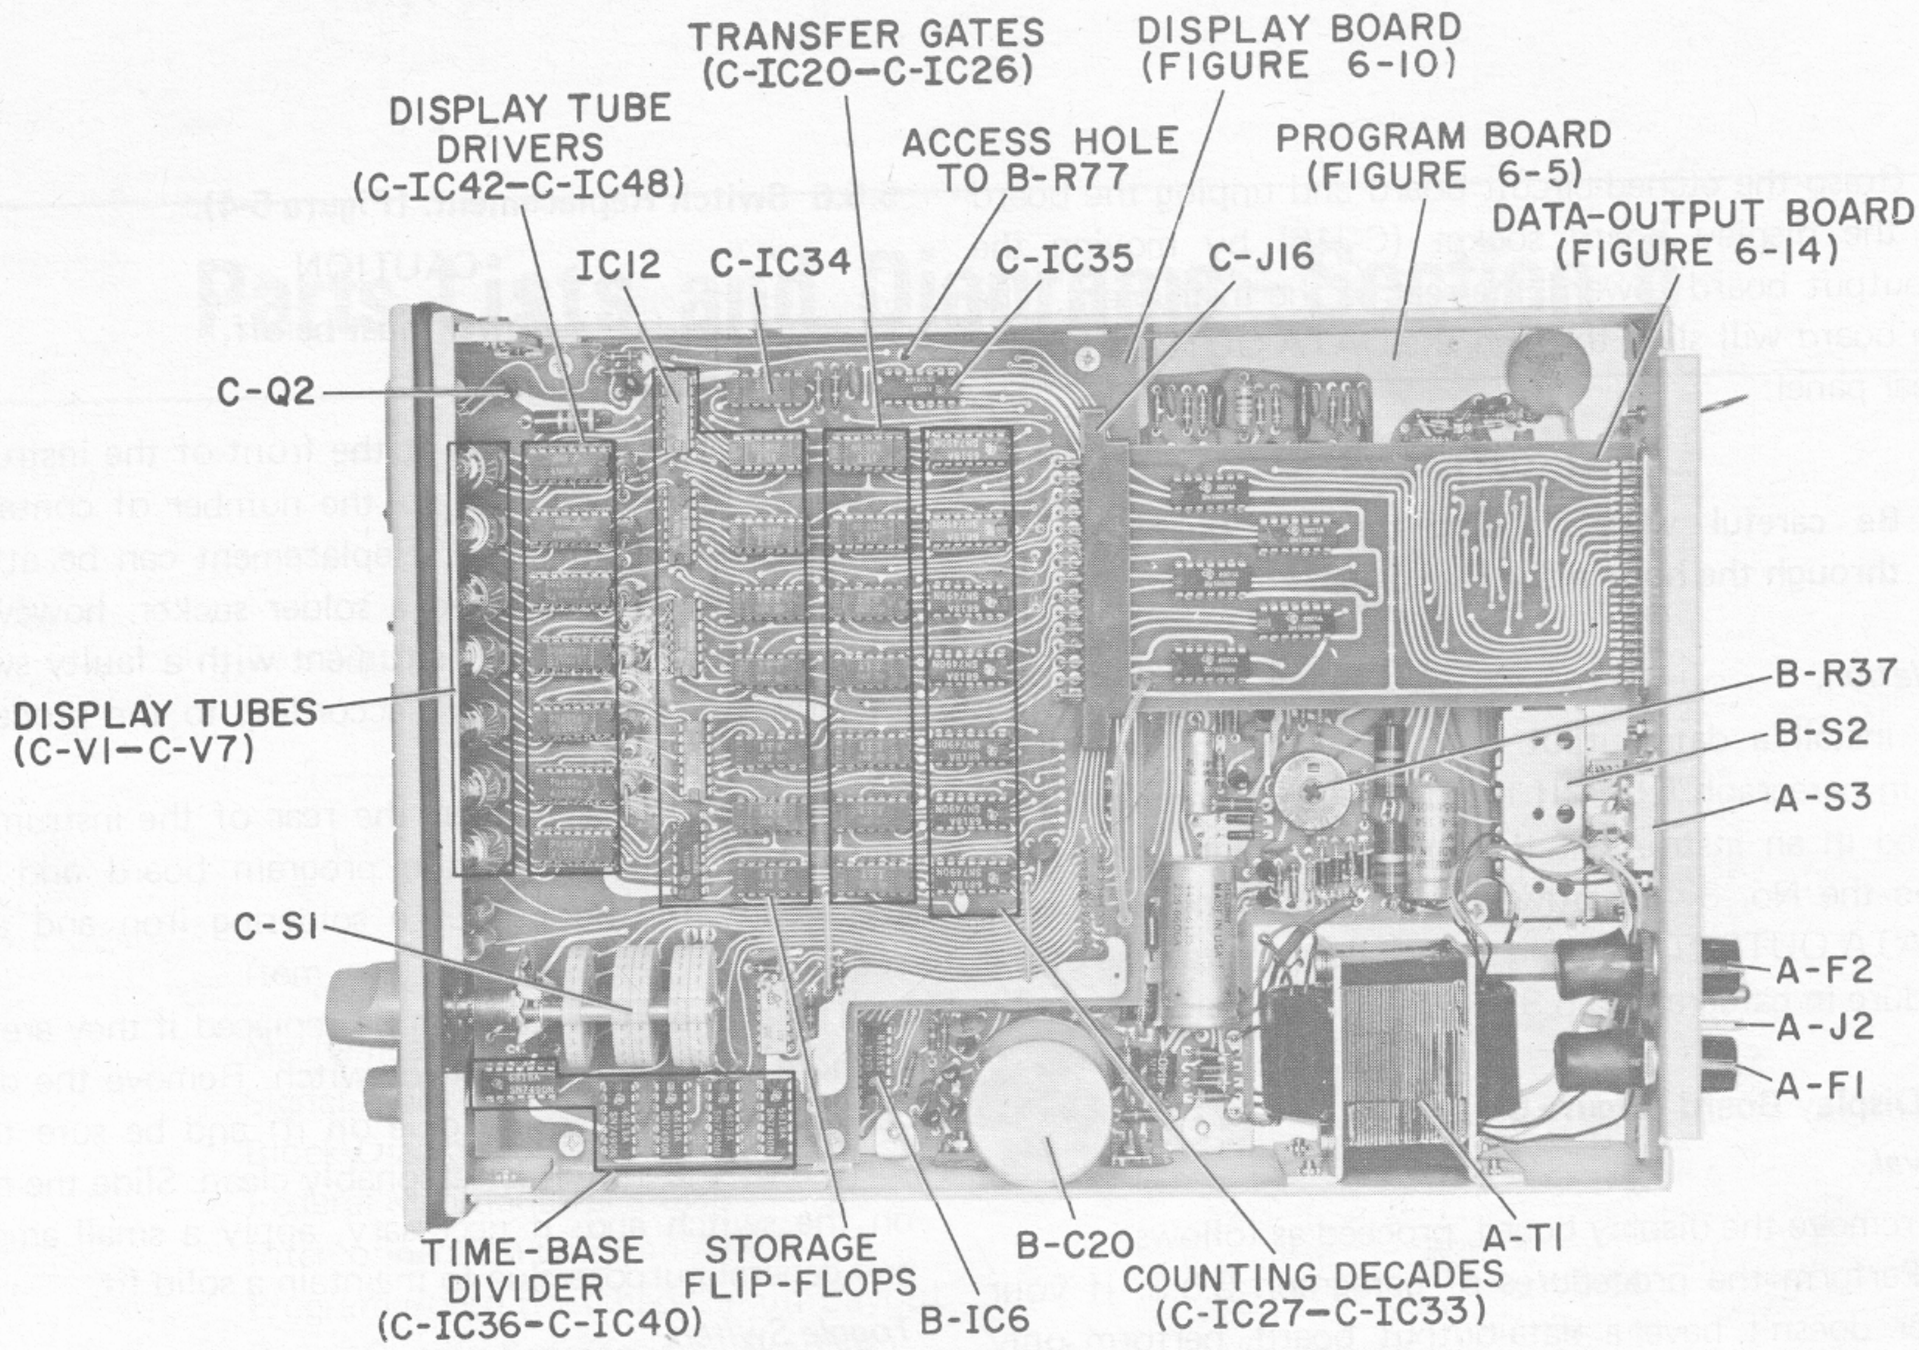

Figure 5-3. Top interior view of 1192 – all boards in place.
b. Unplug the jumper wire from the data output board to the display board at the display board (Figure 5-3).
5.5.4 Display Board (Figure 5-3).